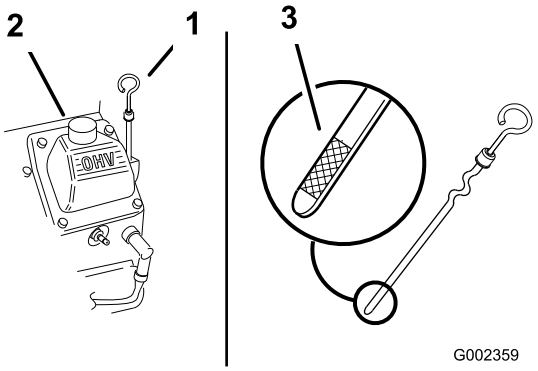

**Figur 16**
2. Gör rent omkring oljestickan (Figur 16) så att smuts inte kan falla ned i påfyllningshålet och skada motorn.
3. Ta ur oljestickan, torka av den och sätt tillbaka den igen (Figur 16).
Oljenivån ska nå upp till märket Full på oljestickans metallände (Figur 16).
5. Ta bort locken på påfyllningsröret och fyll på olja tills nivån når upp till markeringen Full på oljestickan om oljenivån inte når upp till markeringen (Figur 16). **Fyll inte på för mycket.**